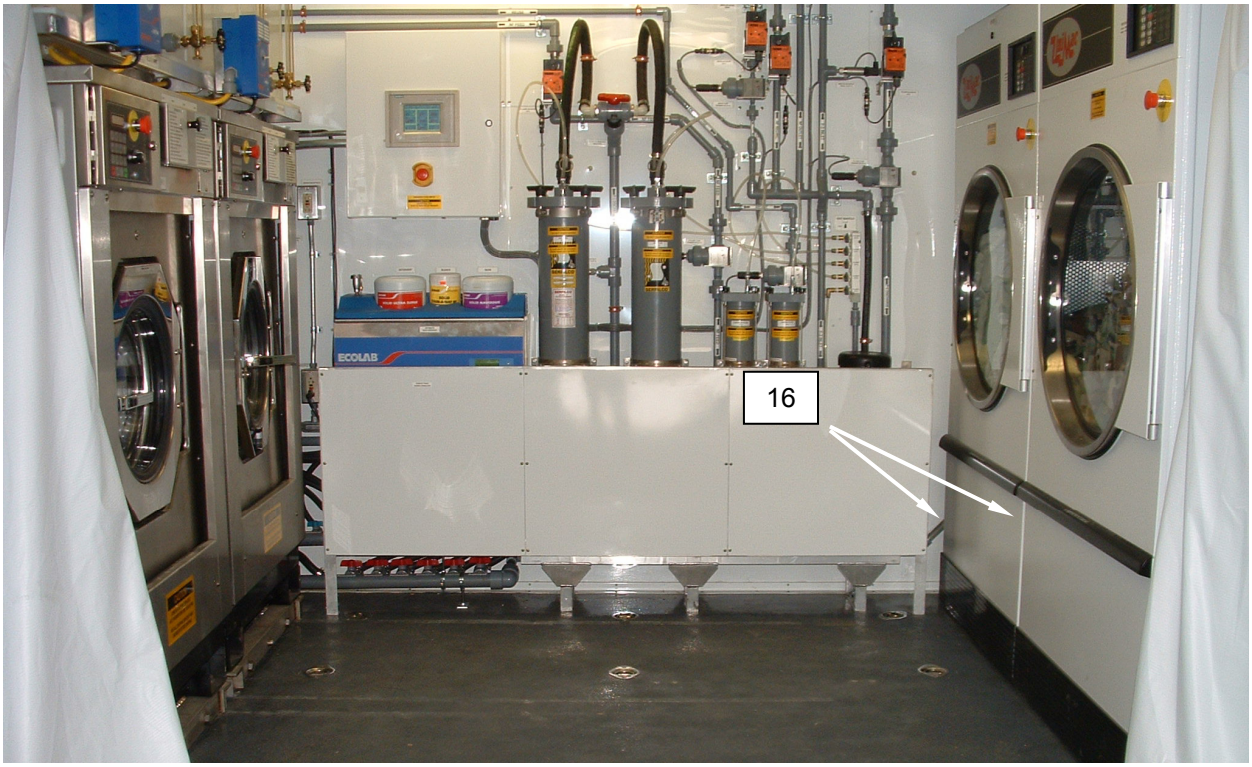

Figure 15. Prepare Dryers and Run Initial Fill.
28. Install lint compartment panels **(Figure 15, Item 16)** on dryers.